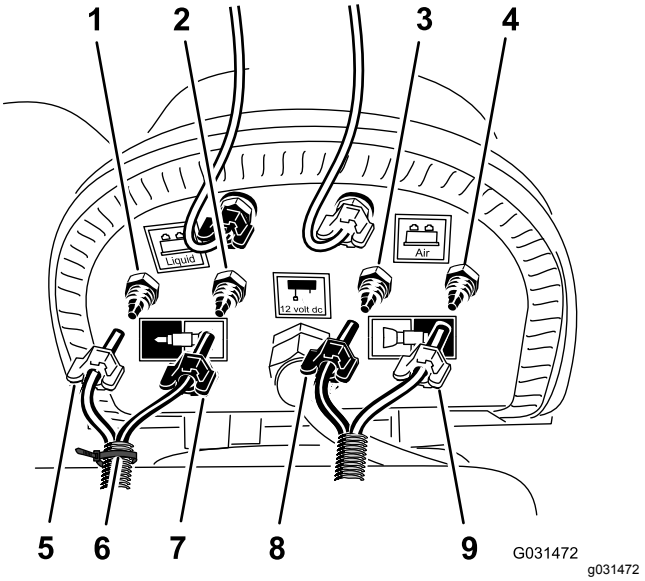

Figur 23
1. Ved kompressorens tilkoblingspanel til skummarkørsættet fastgøres et kabelbånd omkring det gennemsigtige og blå rør til højre bomsektion (Figur 23).
2. Løsn kompressionsmøtrikkerne til de 2 gennemsigtige og 2 blå rør til skumdyserne på venstre og højre bomsektion (Figur 23).
3. Fjern de 4 rør fra kompressionsfittingsene til bomsektionerne (Figur 23).